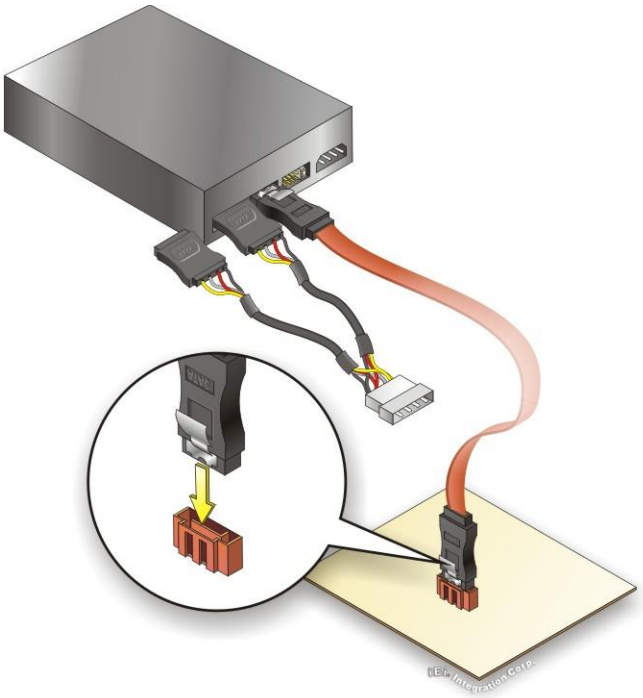

Figure 4-2: SATA Power Drive Connection
Step 3: **Connect the cable to the SATA disk**. Connect the connector on the other end of the cable to the connector at the back of the SATA drive. See **Figure 4-2**.
Step 4: **Connect the SATA power cable**. Connect the SATA power connector to the back of the SATA drive. See **Figure 4-2**.